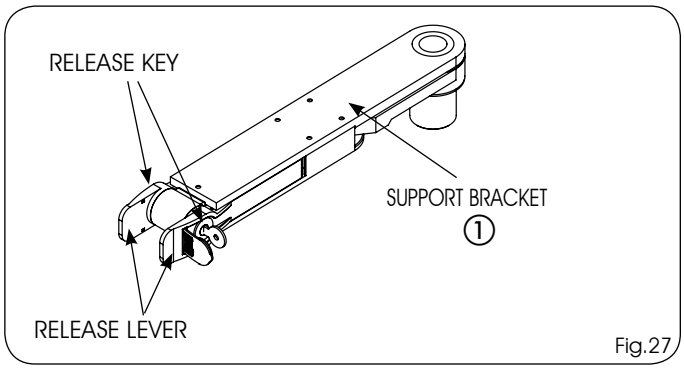

Fig.27
The device is inserted on the gate support bracket (Fig.27 ref. ①) and enables you to release the system from both inside and outside the premises.
1) Move the release lever back to its rest position (Fig.27)